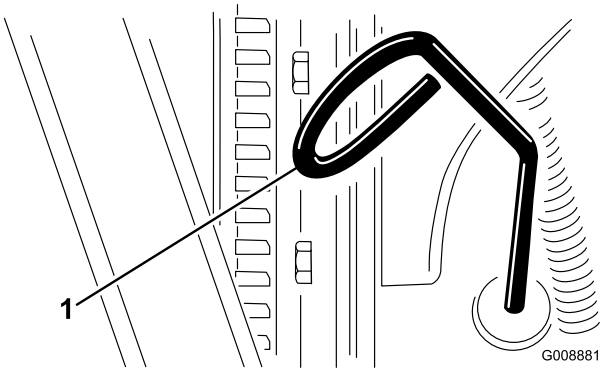

Figur 35
2. Fjern målepinden (Figur 35), og aftør den med en ren klud.